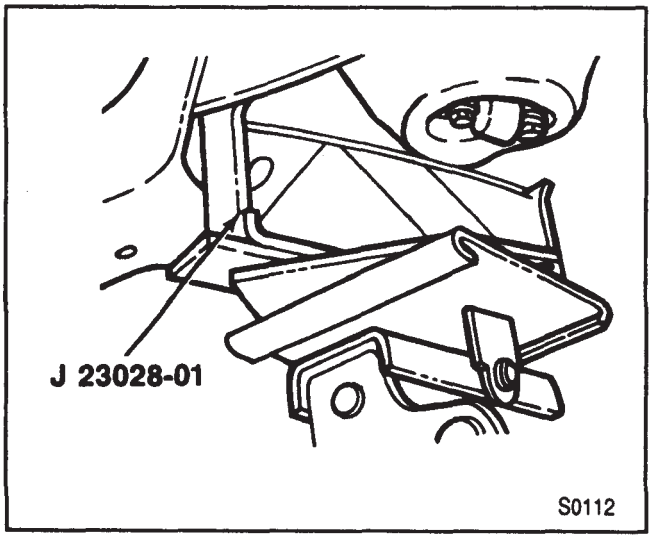

Figure 25—Cradling the Lower Control Arm Bushings
- Push the shock absorber up through the lower control arm (40) and into the spring (37).
- Cradle the inner control arm bushings using J 23028-01 secured to the end of a suitable jack (figure 25).
- Use J 23028-01 to support the control arm (figure 25).
2. The lower control arm (40) in place on the frame.
Remove or Disconnect (Figures 25, 29, and 30)